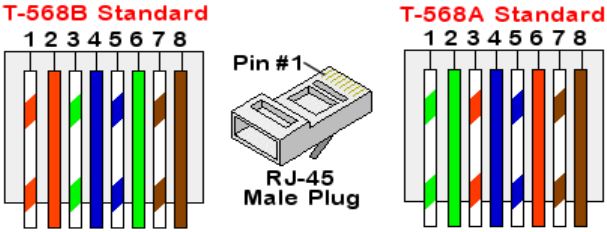

**Figure 19: Câblage standard**
- Insérer les huit fils dans le connecteur RJ45, comme décrit à la Figure 19.
4 Du côté du routeur/commutateur, utilisez un câble pré-serti ou utilisez une pince à sertir pour préparer le connecteur de communication RJ45 : insérez les huit fils dans le connecteur RJ45 dans le même ordre que dans la Figure 19.